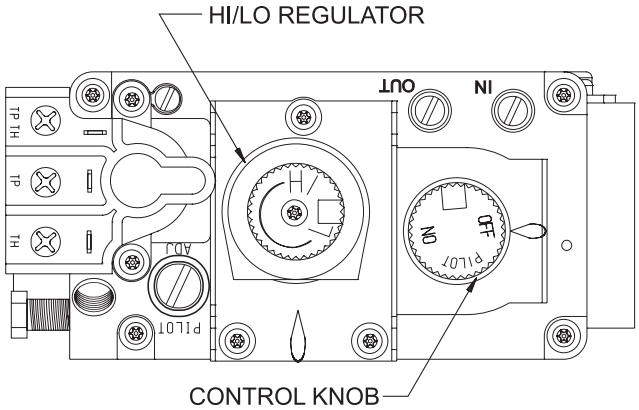

**Figure 73**
***NOTICE***: The gas control valve allows you to increase or decrease the height of the main burner flame. The control valve has a pressure regulator with a knob as shown in Figure 73. Rotate the knob clockwise to "HI" to increase the flame height and counterclockwise to "LO" to decrease the flame height.